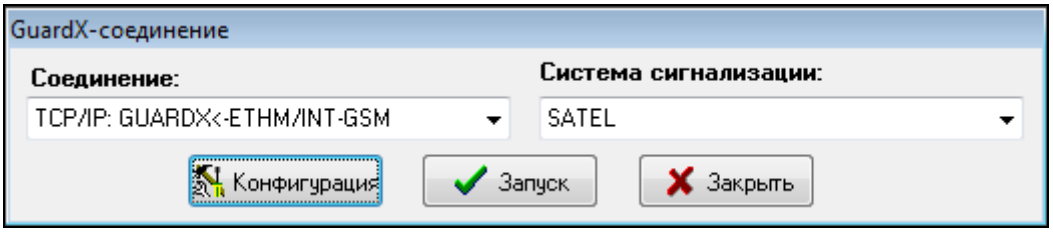

Рис. 20. Программа GUARDX: Стартовое окно.
Настройки, касающиеся связи с системой охранной сигнализации, можно настроить в стартовом окне программы GUARDX (рис. 20), нажав кнопку «Конфигурация».
1. В стартовом окне (рис. 20), в поле «Соединение», выберите «TCP/IP: GUARDX<-ETHM/INT-GSM», затем щелкните по кнопке «Пуск». Отобразится окно с информацией о том, что программа ожидает установки соединения.
1. В стартовом окне (рис. 20), в поле «Соединение» выберите «TCP/IP: GUARDX<-ETHM/INT-GSM», затем щелкните по кнопке «Пуск». Отобразится окно с информацией о том, что программа ожидает установки соединения.
1. В стартовом окне (рис. 20), в поле «Соединение», выберите «TCP/IP: сервер SATEL», затем нажмите кнопку «Пуск».